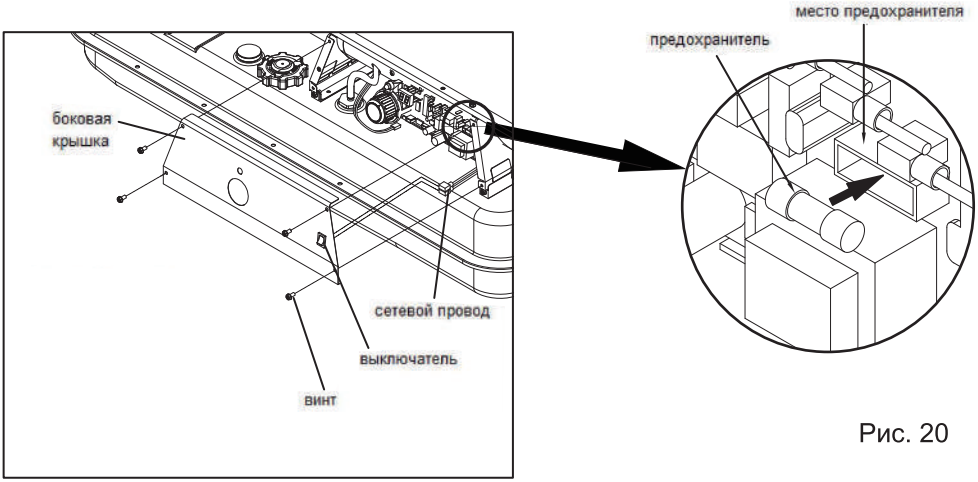

Рис. 20
**Порядок замены предохранителя (рис. 20):**